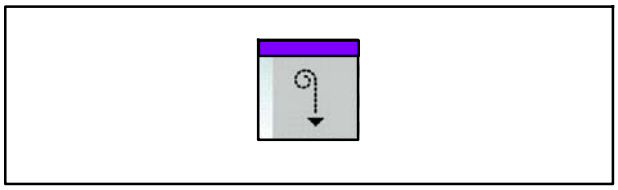

Fig. 187 Touche Fermer la porte roulante
23. Appuyer simultanément sur les deux touches Fermer la porte roulante (Fig. 187) (commande bimanuelle) jusqu'à ce que la porte roulante soit fermée